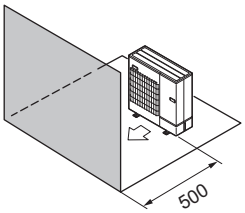

Abb. 2-10
(4) Hindernisse nur auf der Vorderseite (Abb. 2-10)